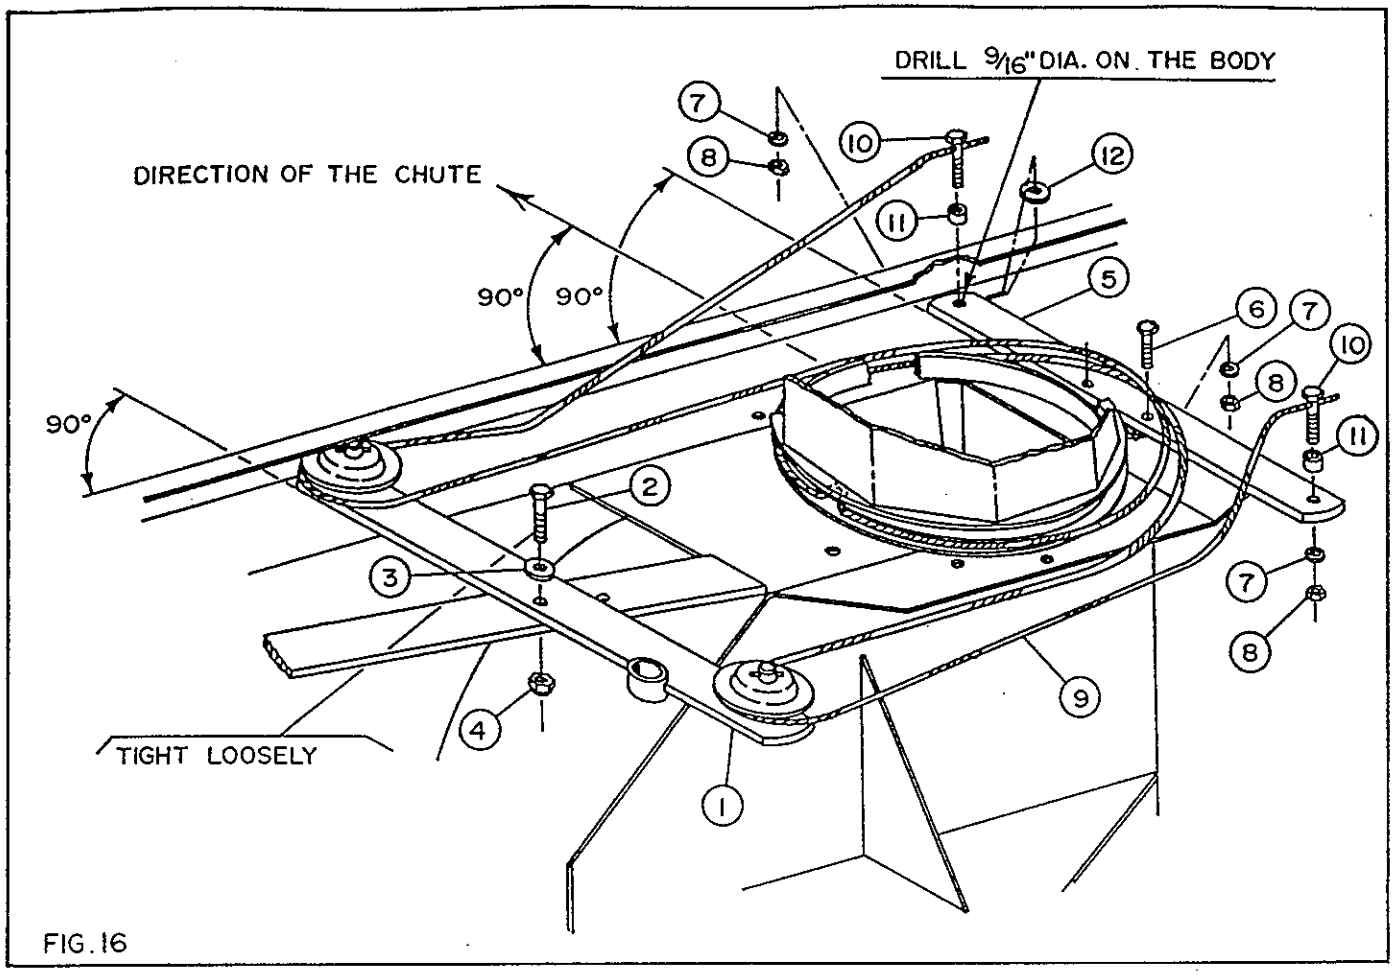

FIG. 16
Fig. 16: Install hydraulic rotation arm with pulleys (1) to the left of chute with 11/16" washers (3) above the arm. Secure with 5/8" x 2" bolt (2) with nylon lock nut (4). Tighten nut to remove end play but still allow arm to move.
Drill a 9/16" dia. hole using the front cable holding arm hole as a guide. Insert a flatwasher (12) between the arm and blower body as shown in fig. 16.
Insert one 1/2" x 2" bolt with drilled cable hole (10) at each end of the cable holding arm (5) with a 1/2" bushing (11) as shown in figure 16. Secure loosely with two lockwashers (7) and nuts (8).
Fig. 16: Position the chute to blow directly in front of blower auger. Pass the cable through small holes in base of chute from inside out. Wrap ends of cable with electrical tape to keep ends from fraying. Wind cable ends in opposite directions around the chute. Pass cable around pulleys from outside to inside. Insert the cable ends through special 1/2" x 2" bolts (10). With rotation arm in center of travel (parallel to snowblower ends) and chute positioned to blow directly in front of blower auger. Tighten the cable at each bolt (10) and tighten the nut (8) on both special bolts.